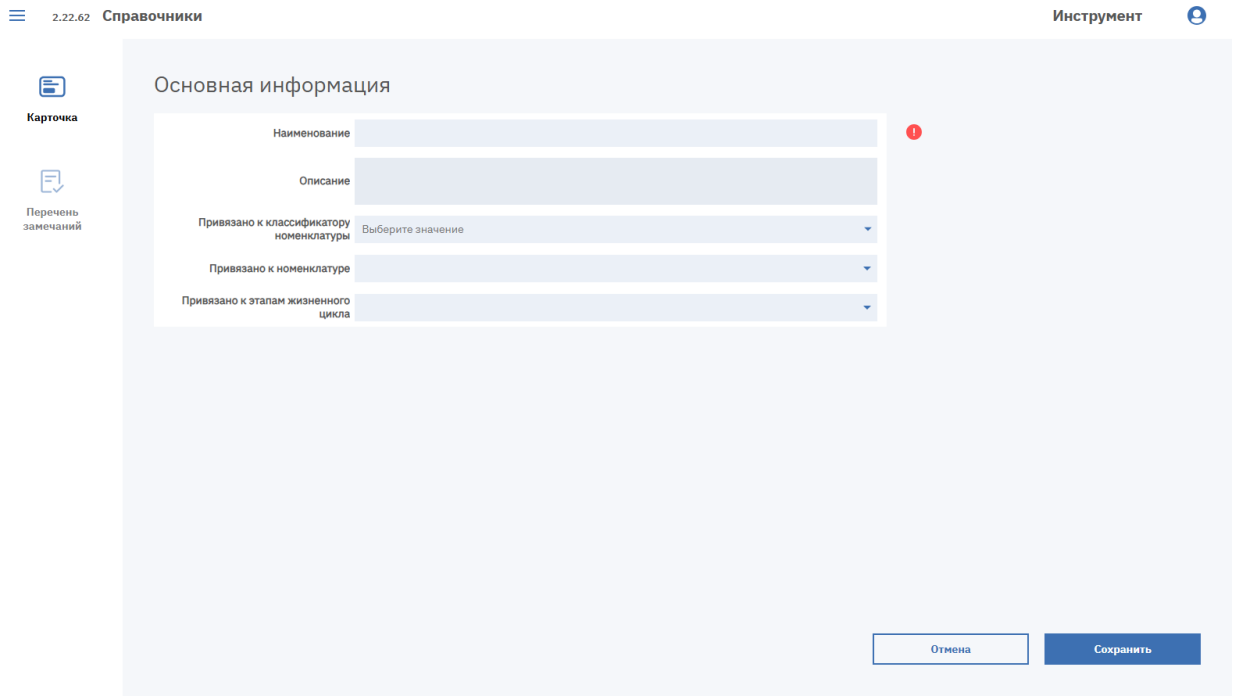

Рисунок 74. Форма добавления проверки
1. Нажмите кнопку «Добавить проверку». В новой вкладке откроется форма с вкладками «Карточка» и «Перечень замечаний» (см. Рисунок 74).